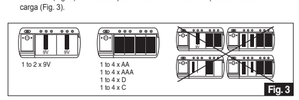

Fig. 3
2. Inserte de 1 a 4 pilas AA/AAA/C/D o inserte de 1 a 2 pilas 9v en los compartimentos de acuerdo con la polaridad (+/-). Por favor siga las combinaciones de pilas correctas indicadas (Fig. 2). No colocar pilas de distinto tamaño o capacidad durante la misma carga (Fig. 3).